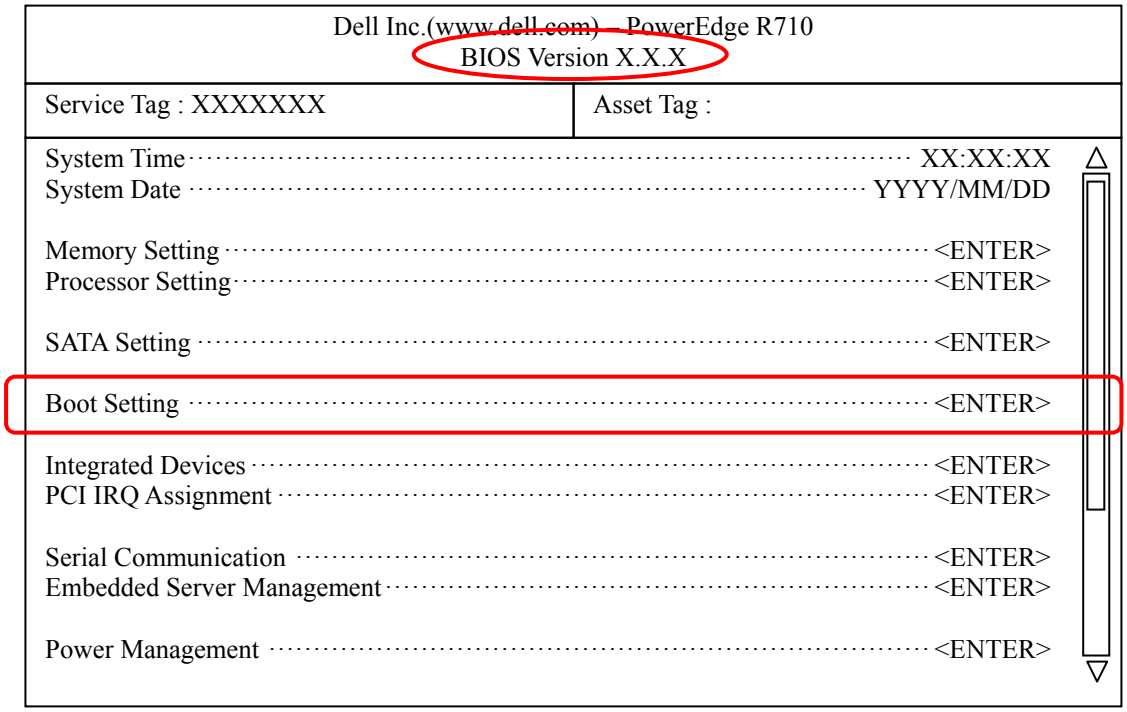

Figure B.2.1-1 BIOS Setup Utility window
(2) Reboot the OS of the node with referring to "Maintenance Tool '2.29 Rebooting the OS of This Side Node (nasreboot)' (MNTT 02-1790)".
(3) If "F2 = System Setup" is displayed on the upper right of the console window while the OS of the node is starting, press [F2] key.
(4) The BIOS setup utility window is displayed as shown in Figure B.2.1-1.